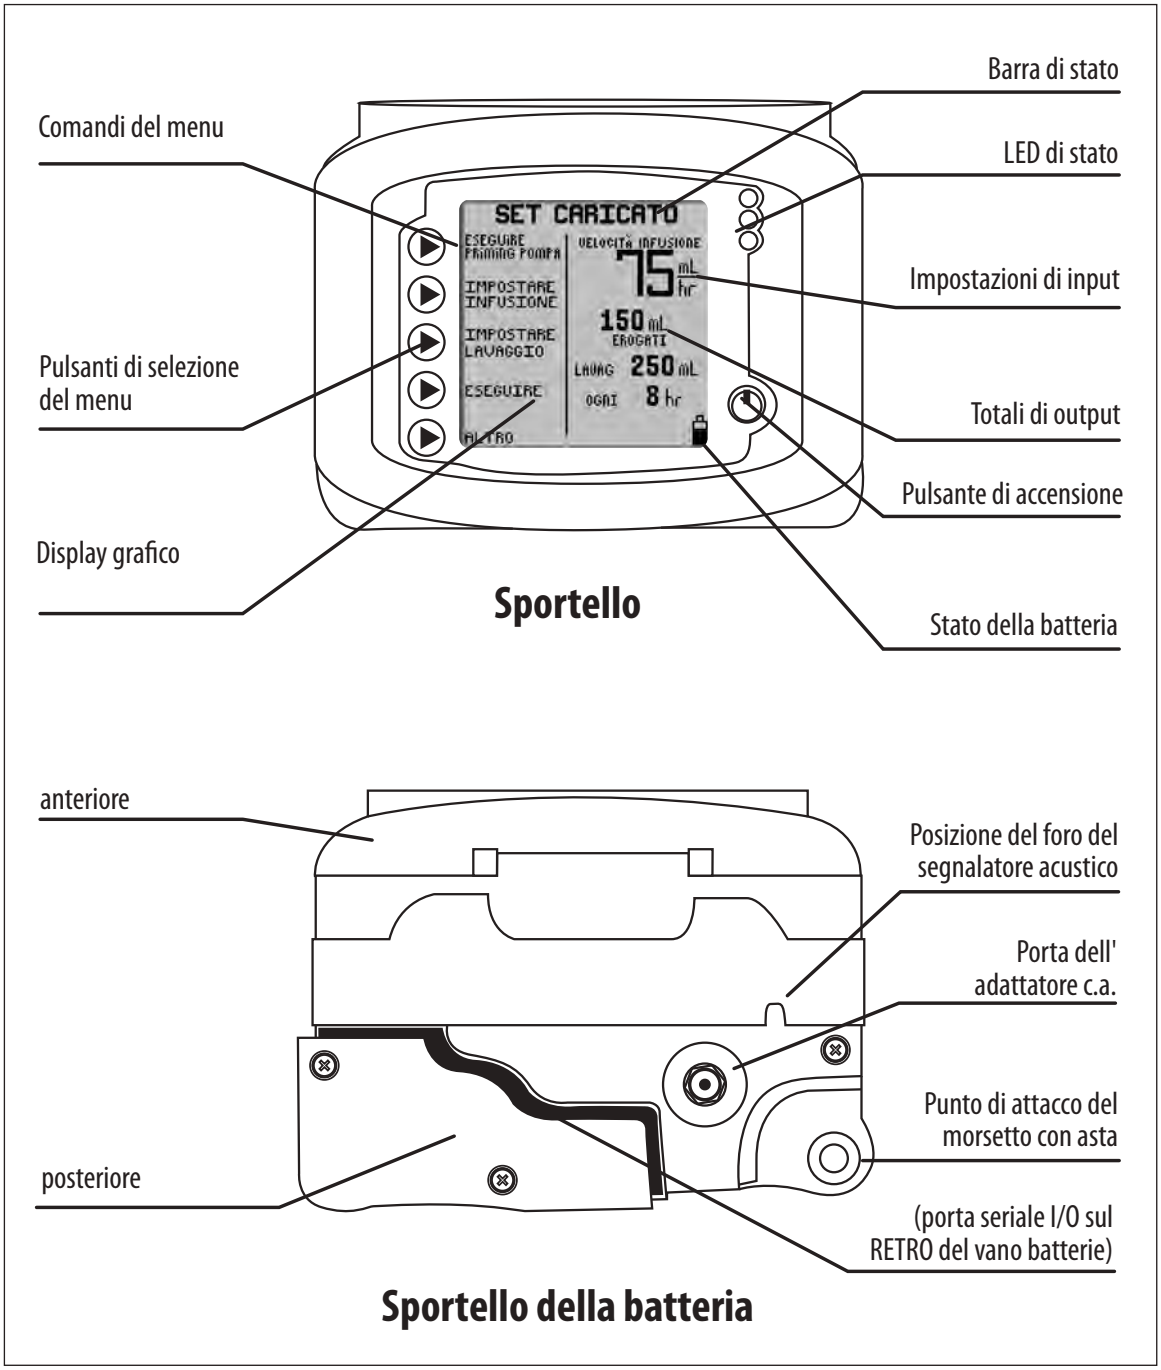

Figura 1A. Caratteristiche della pompa per nutrizione enterale e lavaggio Kangaroo™ Joey, viste anteriore e posteriore.
13. **Avvertenza:** la porta seriale I/O (Figura 1A) è destinata esclusivamente all'uso da parte del produttore o di un tecnico specializzato.
Collegare l'alimentatore c.a. (numero di riordinazione 383491) alla porta dell'adattatore sul retro della pompa. Vedere la Figura 1A per individuare la porta sulla pompa.